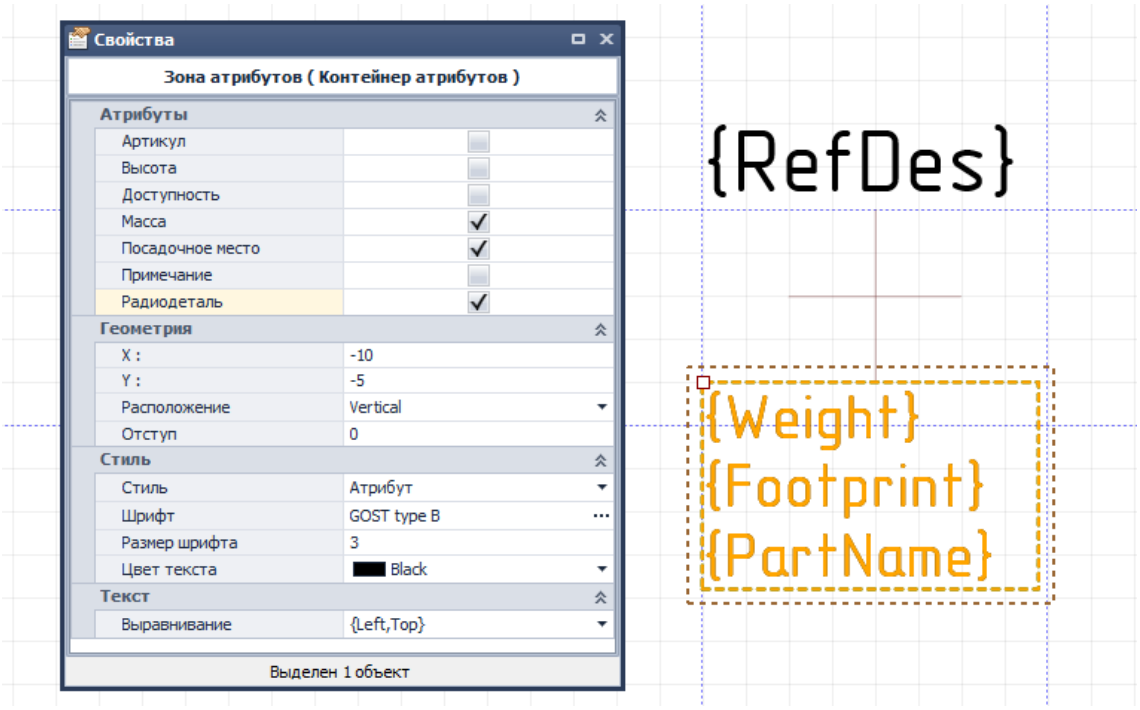

Рис. 216. Выбор атрибутов компонента для отображения на УГО
1. Необходимо выбрать место для атрибутов (зона, обозначенная с помощью прямоугольника, изображенного пунктиром), и открыть панель «Свойства» см. Рис. 216.